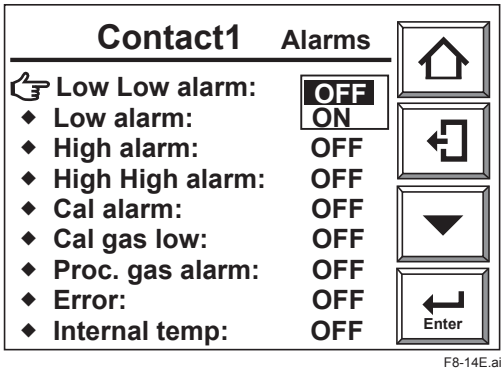

Figure 8.14 Alarm Function Allocation
4) Select [Alarms] or [Others] and touch the Enter key. You can set the condition(s) allocated to contact output. (Figure 8.14).